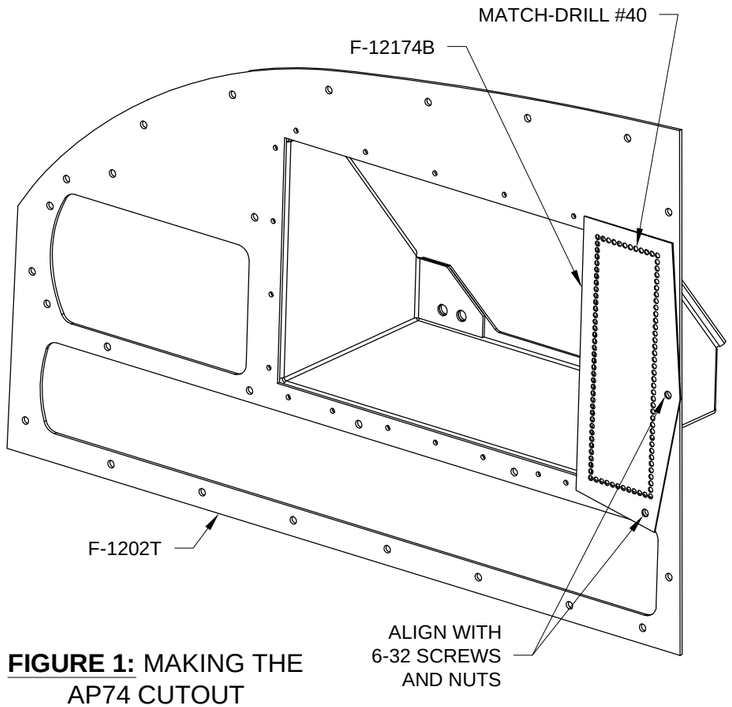

FIGURE 1: MAKING THE AP74 CUTOUT
Step 2: Use two sets of 6-32 screws and nuts to align the F-12174B AP74 Drill Template to the F-1202T Inst Panel Left D-180. Match-Drill #40 the holes of the AP74 drill template into the inst panel left D-180. Remove the AP74 drill template and remove all the material up to the outside edges of the holes. Square the corner holes. Note that this will also remove a significant portion of the flange of the DYNON 100422-000 D-100 Series Mounting Tray attached to the inst panel left D-180. See Figure 1.